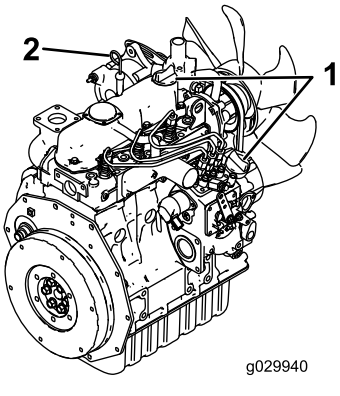

Рисунок 43
4. Очистите зону вокруг масломерного щупа и крышки маслозаливной горловины (Рисунок 43).